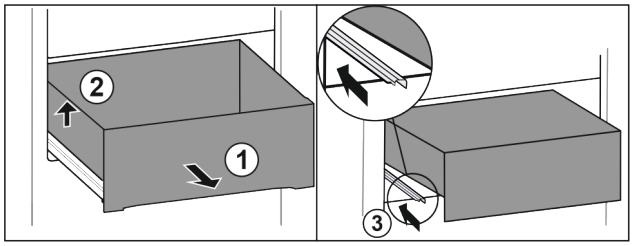

*Fig. 106*
▶ Vytáhněte zásuvku až na doraz. *Fig. 106 (1)*
▶ Nadzvedněte zásuvku vlevo. *Fig. 106 (2)*
▶ Zasuňte levou kolejničku. *Fig. 106 (3)*